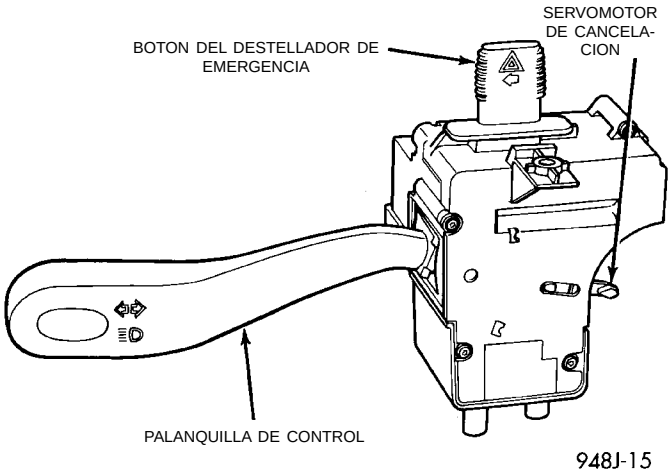

Fig. 4 Conmutador multifuncional
(1) Desconecte el cable negativo de la batería.
(2) Retire las cubiertas superior e inferior de la columna de dirección.
(3) Retire los tornillos de fijación del conmutador multifuncional (Fig. 4).